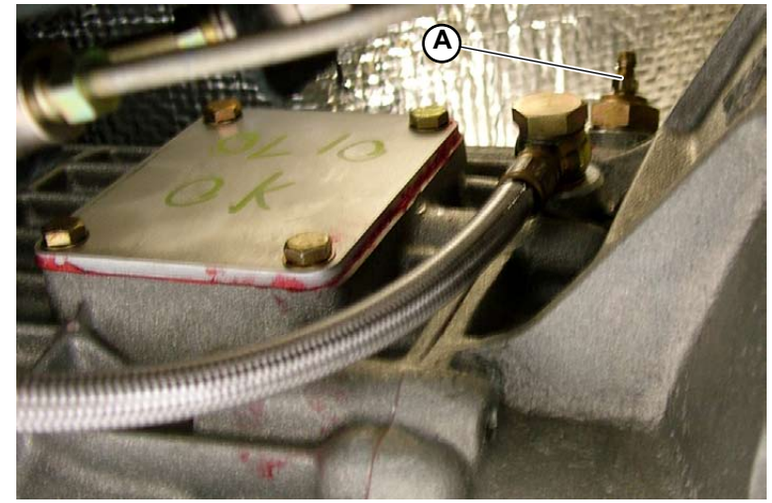

Fig.1
3. Repeat this operation until unemulsified oil comes out (**A-Fig.1**).